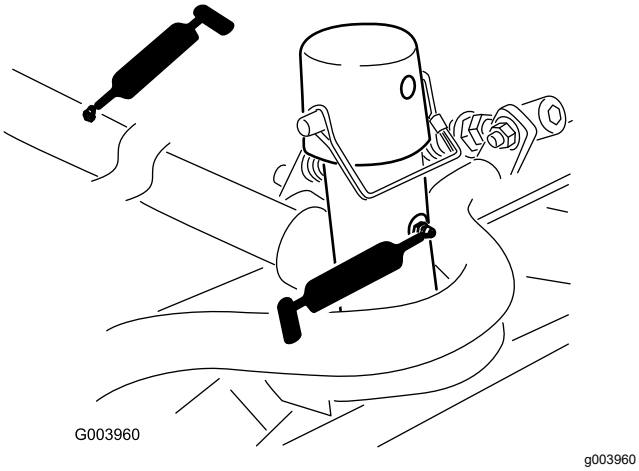

Figur 106
- Klippeenhedernes bæreramme og drejetap (2 hver) (Figur 106)